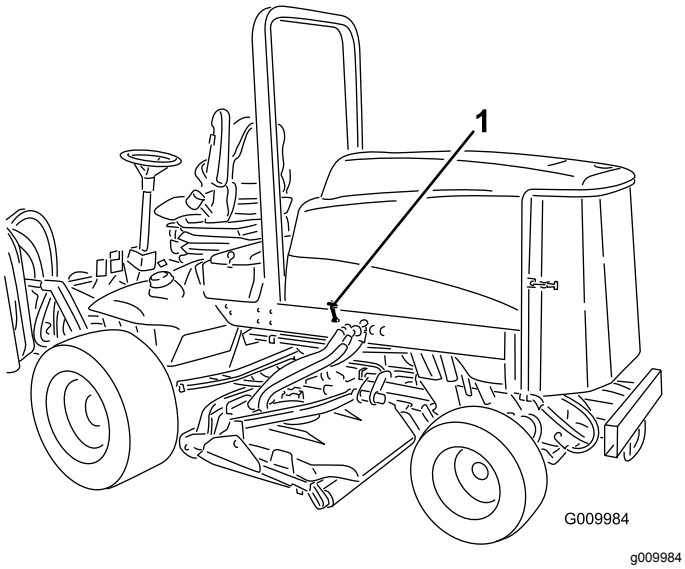

Figur 42
1. Frigör motorhuvsspärrarna (Figur 42) och öppna huven.